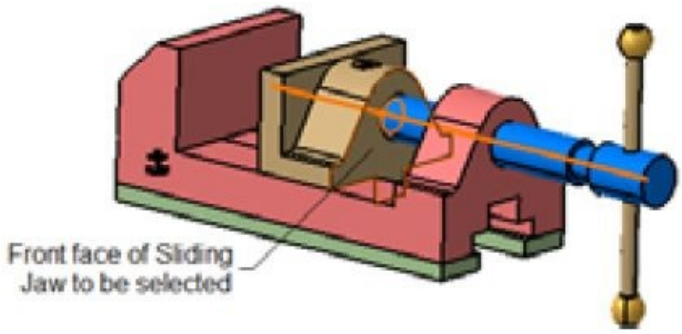

Figure 16-65 *Front face of the Sliding Jaw to be selected*
4. Select the front face of the Sliding Jaw, refer to Figure 16-65; you are prompted to select the second face.